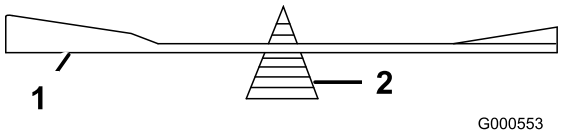

Figuur 55
2. Controleer de balans van het mes met een mesbalans (Figuur 55).